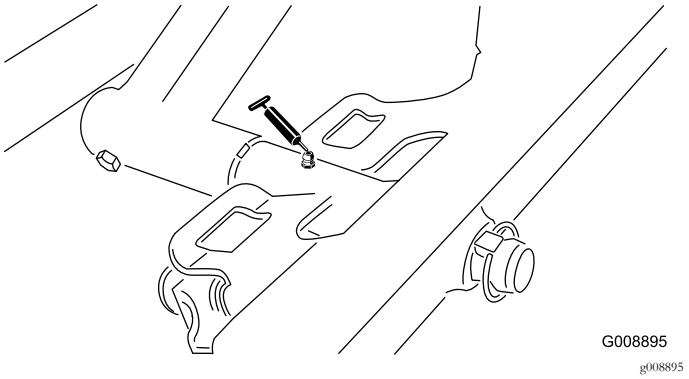

Figur 51
- Forreste klippeenheds drejetap (Figur 51)